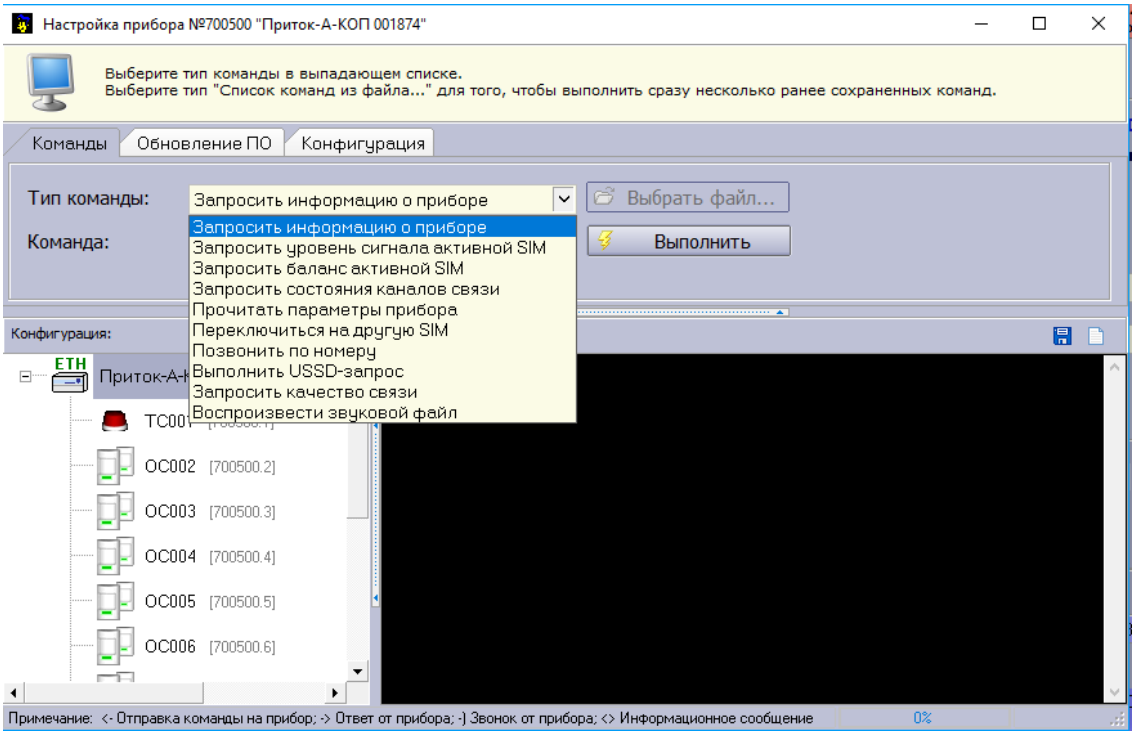

Рисунок 29 – Окно «Настройка прибора»
– Во вкладке «Команды» из выпадающего списка «Тип команды» (см. рисунок 29) выбрать необходимый запрос.